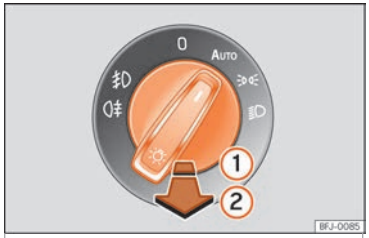

Fig. 132 Plancia portastrumenti: interruttore delle luci.
››› fig. 132 ①, dalle posizioni ⇒◁, ≣D oppure **AUTO**.
- Accendere il fanale retronebbia ()‡: spostare totalmente l'interruttore delle luci ② dalla posizione ⇒◁, ≣D oppure **AUTO**.